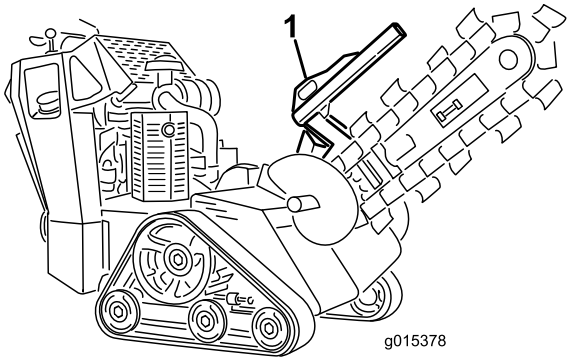
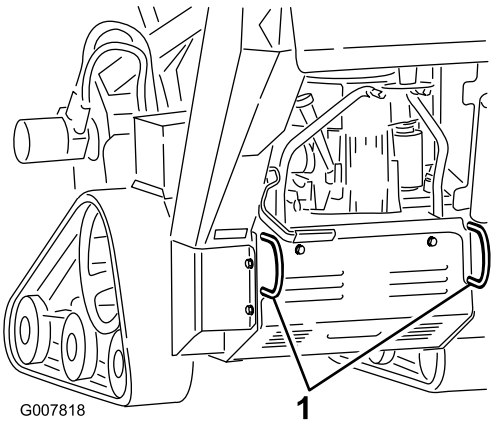

Rysunek 22
Rysunek 23
3. Zamocuj maszynę na przyczepie za pomocą łańcuchów lub pasów, używając pętli mocujących / do podnoszenia z przodu i z tyłu maszyny (Rysunek 22 i Rysunek 23). Przestrzegaj lokalnych rozporządzeń określających wymagania dotyczące przyczep i mocowań.
Maszynę można unieść za pomocą pętli mocujących / do podnoszenia, stanowiących punkty podnoszenia (Rysunek 22 i Rysunek 23).